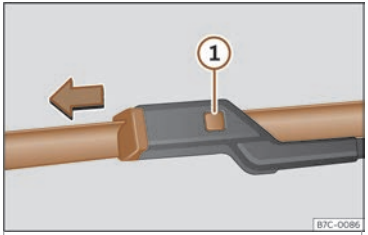

Fig. 42 Canvi de les escombretes de l'eixugaparabrises.
- Premeu la tecla de desbloqueig››› fig. 42 (1) mentre tibeu lleugerament l'escombreta en el sentit de la fletxa.